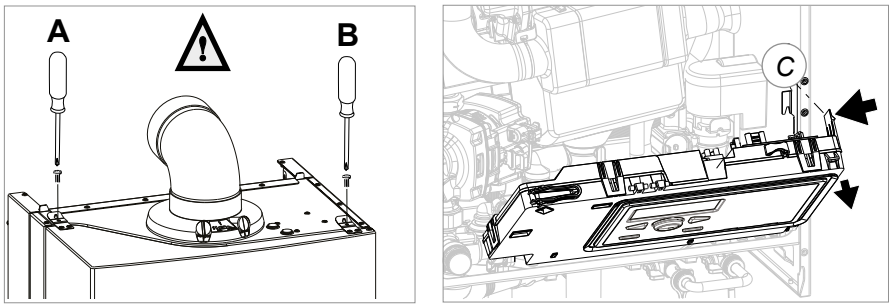

Figure 16.a
- Remove the screws from the 2 fasteners A and B (see fig. 16.a);
Siphon (see fig. 16.b)
- Turn the control unit towards by moving the handle (C) slightly to the left (see figure 16.a);
- Turn/pull the sealing ring (1) downwards;
- Turn the siphon securing clip (2) anti-clockwise;
- Pull the siphon cup (3) and siphon pipe (4) out of the heat exchanger;